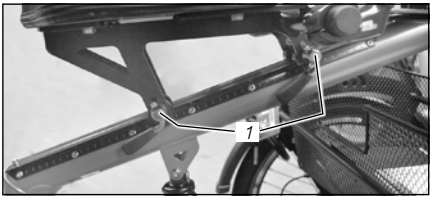

Fig. :7
1. Desserrez les deux dispositifs de serrage rapide *(voir « Fig. :7 (1) »)* sous le siège. Lisez et suivez les instructions de manipulation décrites *au chapitre « 12. Dispositifs de serrage rapide »* .